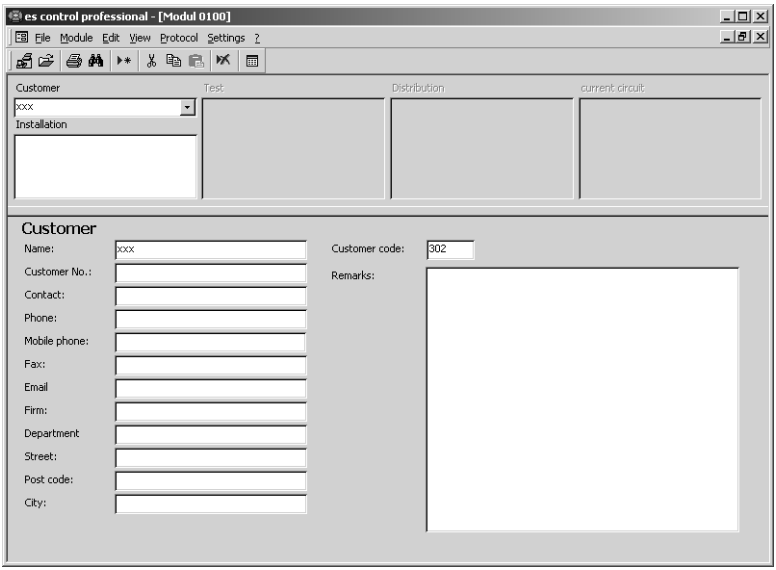

Figure 5.5 Add data record for customer
- Now create a new data record using the “Data record I Add” menu command, or use the context menu which can be accessed by clicking the right mouse key. The new data record for the customer is displayed as shown in Figure 5.5.